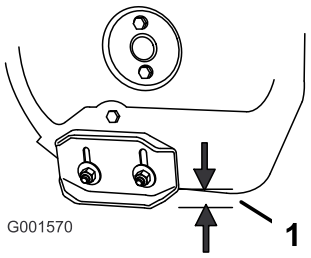

Figur 43
2. Løsne de fire mutrene som holder begge støtteplatene til spiralbladets sider, helt til støtteplatene lett kan skyves opp og ned (Figur 43).